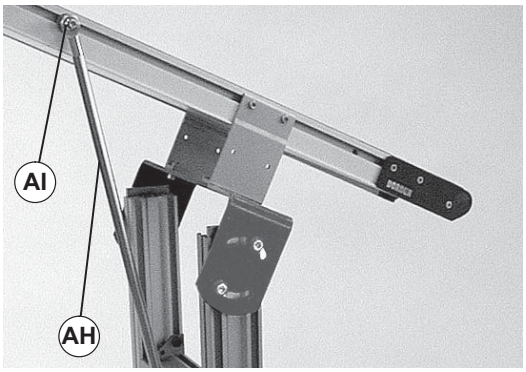

Figure 24
4. If conveyor is equipped with diagonal bracing (Figure 24, item AH), socket screw (AI) must be loosened to adjust conveyor angle. Secure screw to 100 in–lb (11 N–m) after adjustment.